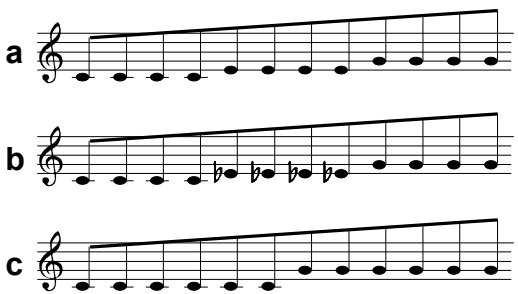

fig. 4: Major chord (a), minor chord (b) and fundamental+fifth (c)
In the "**Chord**" position only voltages corresponding to the chord type selected with switch ① (major or minor) are passed to the control voltage output (see fig. 4 a+b).
In the "**Quint**" position only voltages corresponding to the fundamental or the fifth are passed to the control voltage output (see fig. 4 c).